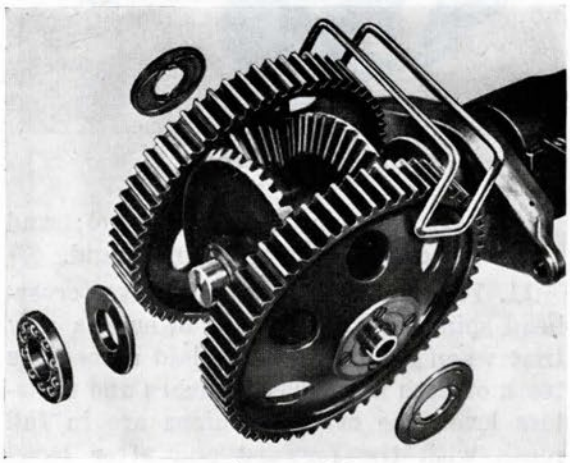

Figure 198
12. Place holding clip over main driving gears. (454)
13. Replace after race (of after propeller-shaft bearing) on after propeller shaft (Fig. 198).
15. Replace main driving gear washers over crosshead spindles (Fig. 198).